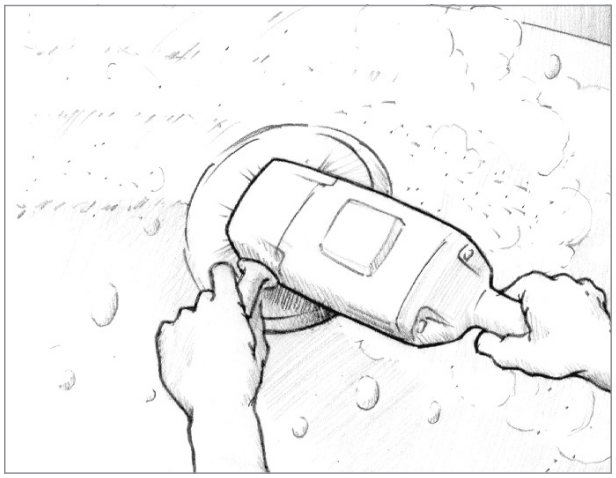

Figure 2-2 *Use an electric polisher with an 8" foam sanding pad to open blister cavities or remove gelcoat.*
3. Grind the hull beginning with a coarse grit (24–40) to strip the bottom paint and open blisters. Hold the grinder at a low angle (5°–10°) to avoid gouges. Remove enough of the gelcoat to expose all of the blister cavities or, if the blisters are shallow, continue removing gelcoat until the surface is flush with the bottom of the cavities. Leaving cavities in the surface will require more filling and fairing. In all cases, keep grinding until a solid, undamaged surface is exposed *(Figure 2-2)*.
4. Grind the surface again with a finer grit (50–80) to remove the coarser grit scratches and fair the surface. If sanded fair enough, little filling and fairing will be required. For this operation, an air file or double action (DA) sander may provide more control for fairing than the disc sander. You may chose to sand through all of the gelcoat to the first layer of laminate.